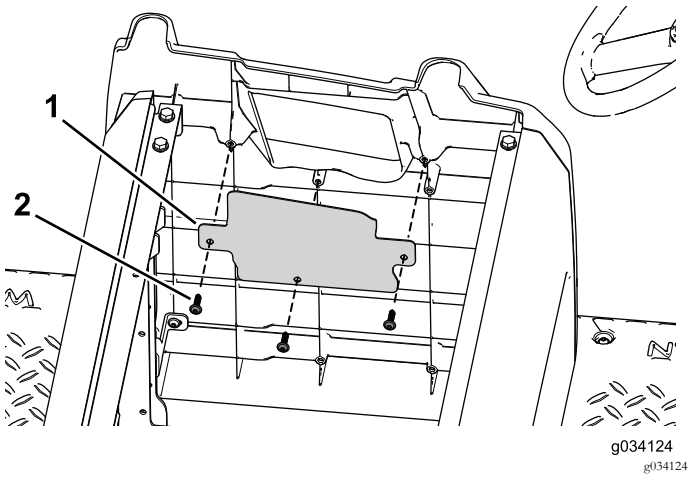

Figura 95
6. Utilizzate le 3 viti autofilettanti per fissare la copertura dell'apertura alla piastra laterale (Figura 95).